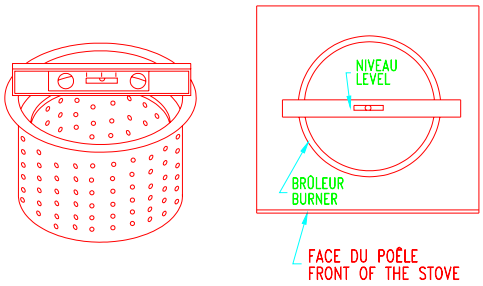

Figure 9A: MISE AU NIVEAU DU BRÛLEUR
- Déposez votre niveau sur le brûleur en plein centre. Votre niveau devrait être parallèle à la façade du poêle (Voir figure 9A). Vissez ou dévissez les pattes ajustables de votre appareil jusqu'à ce que le niveau soit atteint. Utilisez une clef de 7/16''.